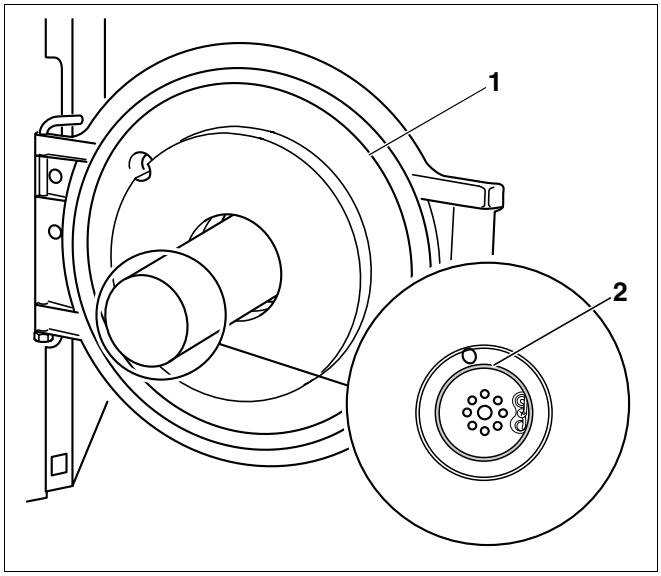

Fig. 56 Verificare la posizione corretta del sistema di miscelazione
- Sia in caso di porta del bruciatore aperta (fig. 56, **pos. 1**) che durante la messa in esercizio, controllare la corretta posizione della guarnizione (fig. 56, **pos. 2**).
- Chiudere la porta del bruciatore (fig. 56, **pos. 1**, pagina 44) e serrare a fondo le viti di fissaggio della porta del bruciatore.